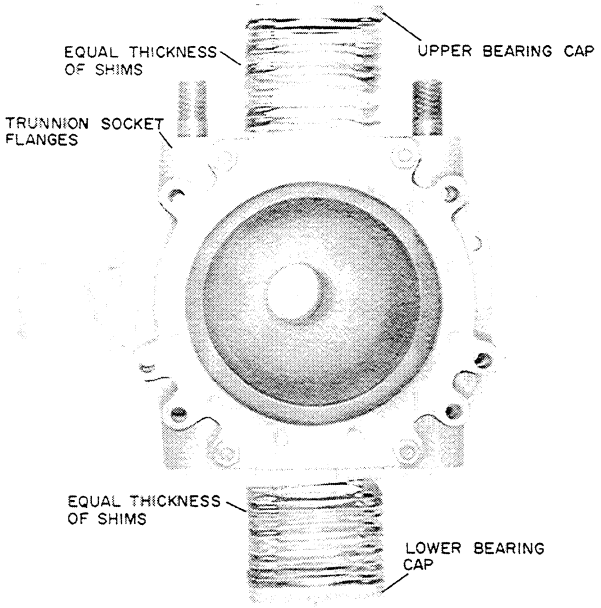

Figure U-43
1. Install an equal thickness of shims between the bearing caps (both upper and lower) and trunion socket flanges shown in Figure U-43.